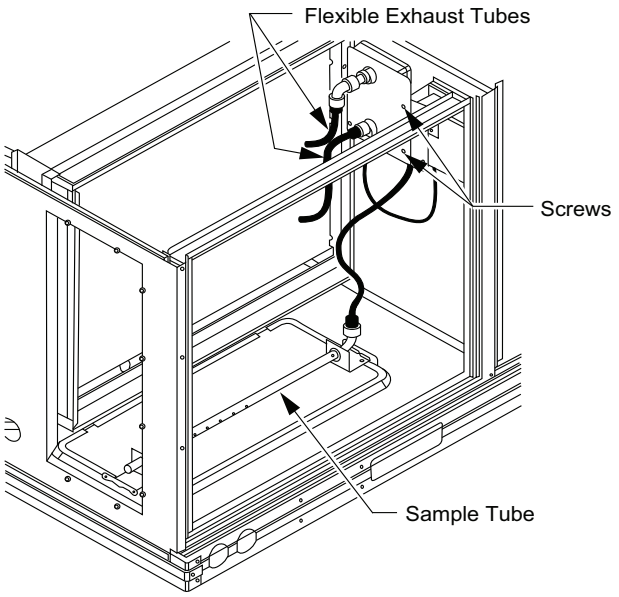

**Fig. 35 — Return Air Smoke Detector Shipping Position**
1. Unscrew the two screws holding the return air sensor detector plate (see Fig. 35). Save the screws.